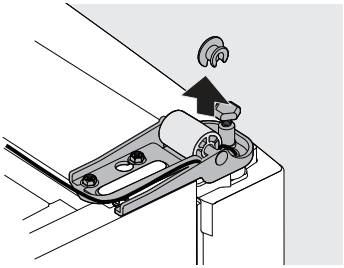

Figura 2
5. Guíe el cable gris y los conectores hacia fuera por debajo del eje de la rueda y del espaciador de la rueda (vea la figura 2).